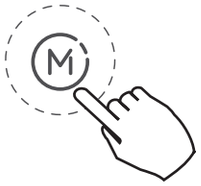
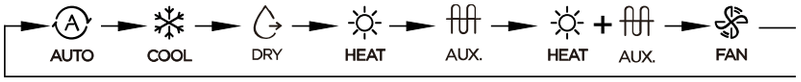

Fig. 13 — Mode
Fig. 14 — Operation Modes
- Press **MODE** (see Fig. 13) to set the **OPERATION MODE** (see Fig. 14) (**HEAT** function is invalid for a **COOL** only type unit).